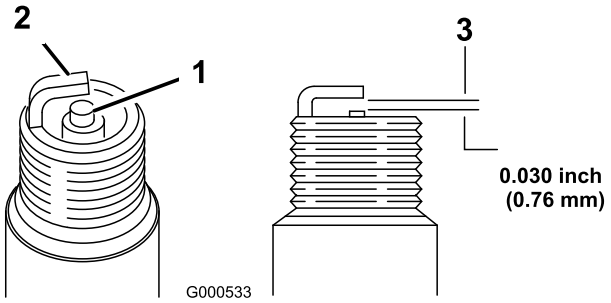

Bild 29
5. Stellen Sie den Elektrodenabstand auf 0,76 mm ein (Bild 29).